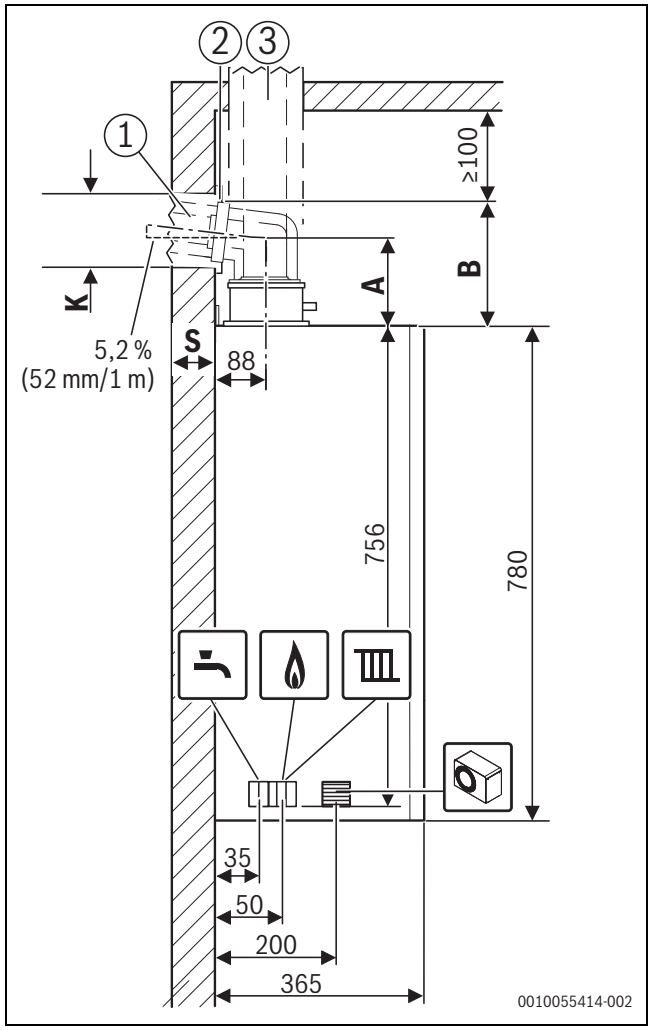

Bild 2 Seitenansicht (mm)
- – Ggf. Maß der Blende ([2] in Bild 2) addieren.